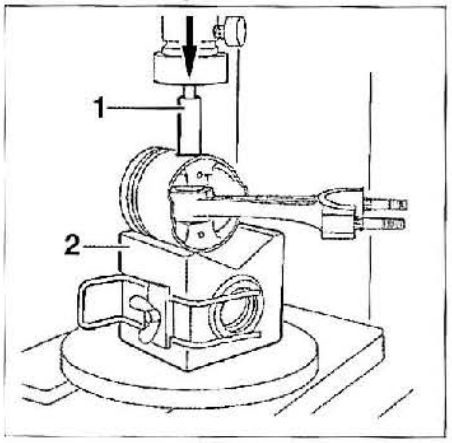

FIG. 36
• Colocar la cabeza del pistón en un soporte en "V" (2) y alinear el eje de pistón con el taladro de desprendimiento **(Fig.36)**.